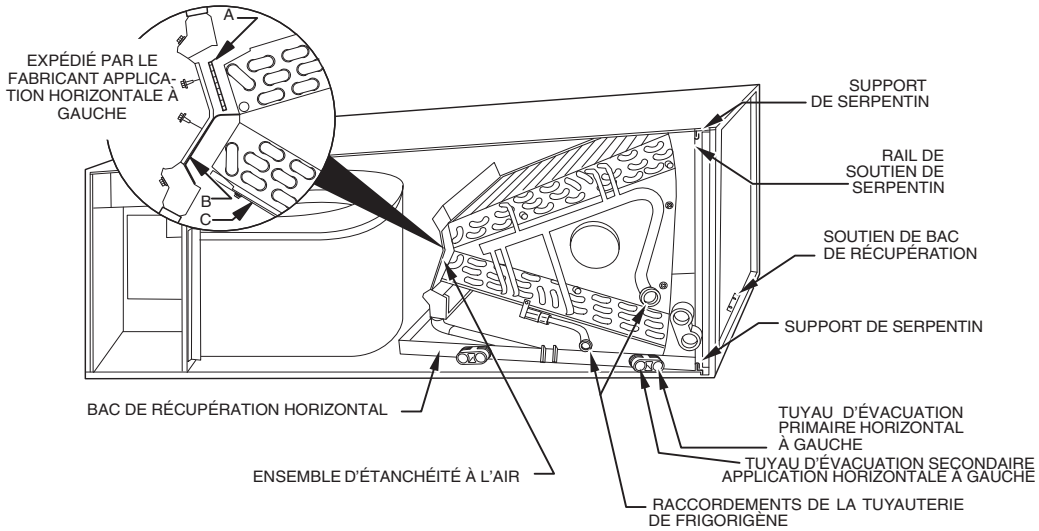

Fig. 4 - Serpentin en A pour une application horizontale gauche (configuré en usine)
2. Lorsque vous suspendez l'appareil au plafond, les dépressions du caisson indiquent l'emplacement approprié des vis de fixation des courroies de suspension en métal. (Consultez la figure 4.)